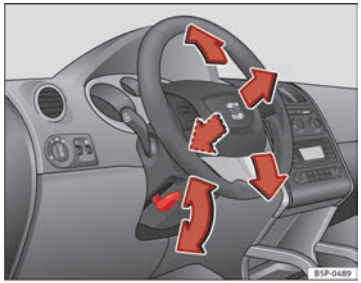

Fig. 135 Adjusting the steering wheel position
– Push the lever under the steering column ⇒ Fig. 135 down ⇒ ⚠.